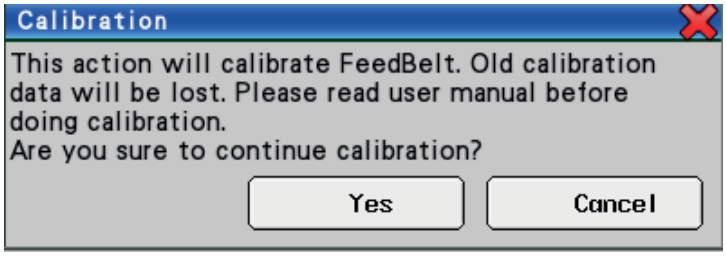

Fig. 31
- **Important!** Before calibration, you will be asked to confirm whether you wish to perform a calibration. On confirmation, the old calibration values will be deleted and you will not be able to dispense feed. **See Fig. 31**